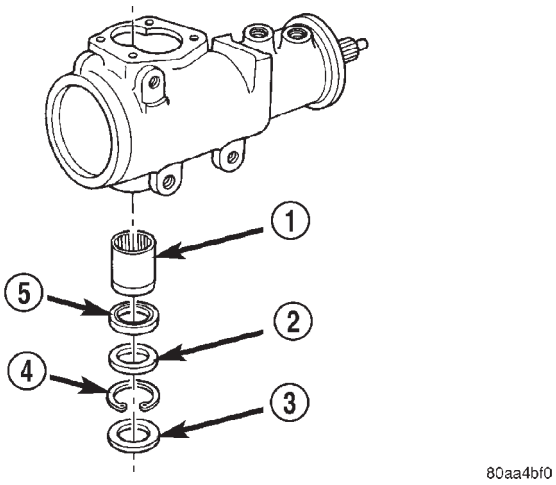

Fig. 12 Pitman Shaft Seals & Bearing
(6) Remove pitman shaft from the side cover.
(7) Remove dust seal from the housing with a seal pick (Fig. 12).